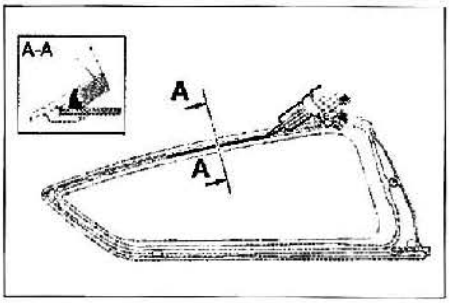

FIG. 58
• Aplicar un cordón de cola en la custodia, como en la foto **(fig. 58).**